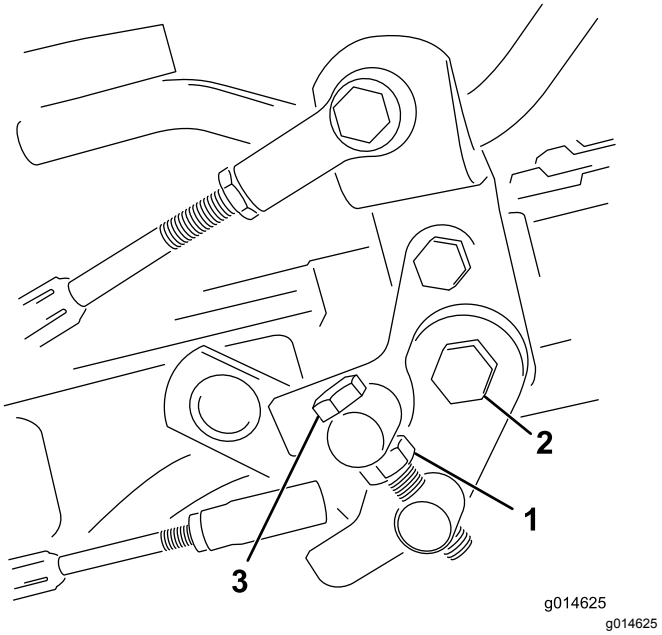

Figur 39
1. Løsn kontramøtrikken på trækbøjlen (Figur 39).
4. Tilspænd kontramøtrikken på tappens maskinskrue og møtrikken på pedalens drejetap for at låse justeringen (Figur 39). Kontroller justeringen, og juster som påkrævet.